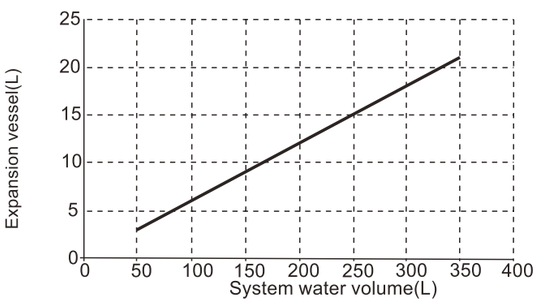

figure 1
- If no glycol is in the system, in case of a power supply failure or pump operating failure, drain all the water system if the water temperature is below 0'C in the cold winter (as suggested in the figure below figure 1).